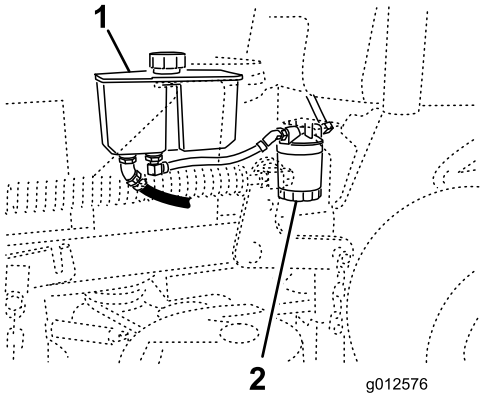

**Figur 74**
3. Find filteret, og placer dræningsbakken under filteret (Figur 74).